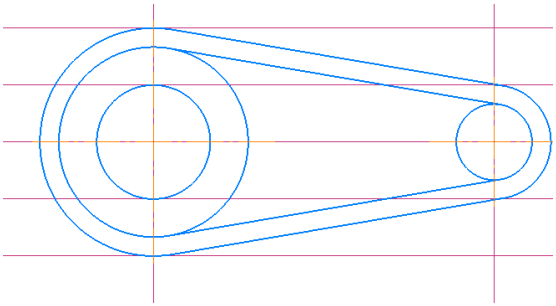

Рис. 5.16
18) Завершите построение заданием окружности R15 слева (рис. 5.16).